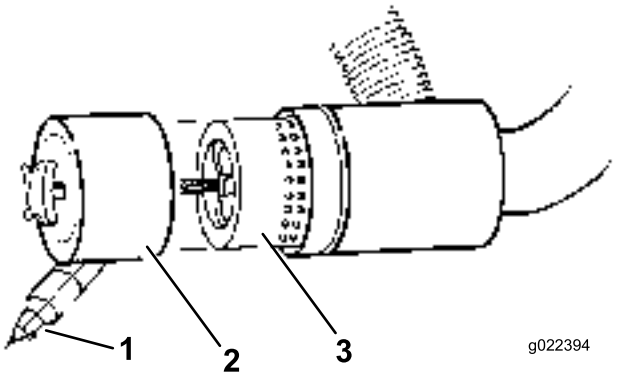

Figur 49
3. Ta ut og skift ut filteret (Figur 49).